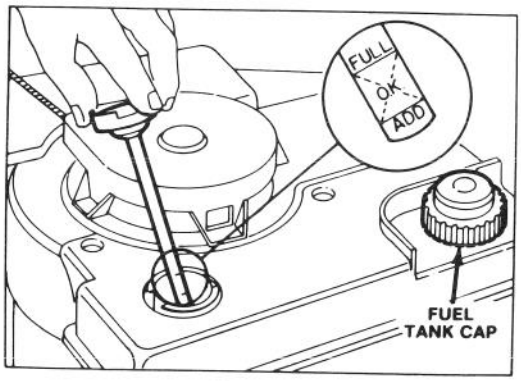

Figure 3
3. Remove dipstick by rotating cap counter-clockwise 1/4 turn (Fig. 3).
5. Wipe end of dipstick with clean rag and insert it into filler neck. Rotate cap clockwise 1/4 turn. Then remove the dipstick and check level of oil by reading the dipstick (Fig. 3). If level of oil is low, add only enough oil to raise level to FULL mark on dipstick. DO NOT ADD OIL SO LEVEL RISES ABOVE FULL MARK BECAUSE ENGINE COULD BE DAMAGED WHEN IT IS STARTED.
1. Clean area around fuel tank cap and remove cap from tank (Fig. 3).